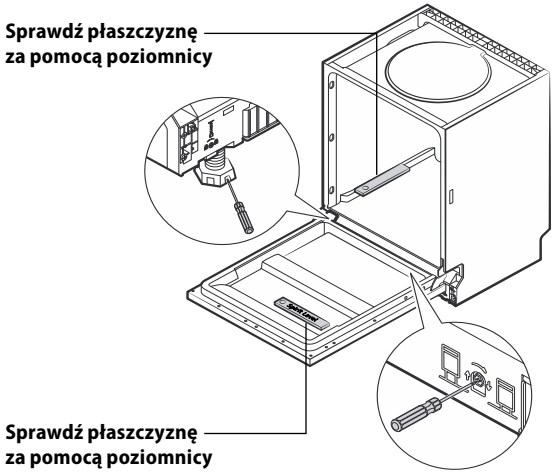

Rys. 17
8. Korzystając z nóżek w przedniej i tylnej części zmywarki wyrównaj zmywarkę do pozycji poziomej. Tylne nóżki można ustawiać w środku zmywarki obracając śrubę w przedniej dolnej części zmywarki (krok 5A). Aby ustawić przednie nóżki zmywarki, obracaj śrubami znajdującymi się w pobliżu przednich nóżek w dolnej przedniej części zmywarki (krok 5B). Dokładność wyrównania należy sprawdzić poziomnicą (Rys. 17).
2. Połóż poziomnicę na całkowicie otwarte drzwiczki zmywarki i do wnętrza zmywarki (Rys. 17). Sprawdź, czy zmywarka jest w pozycji poziomej.